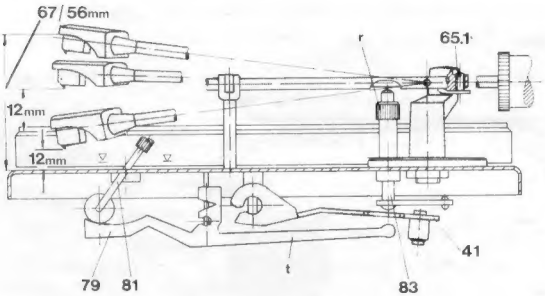

Fig. 4
**Tonarm-Einstellung [s. Fig. 4]**